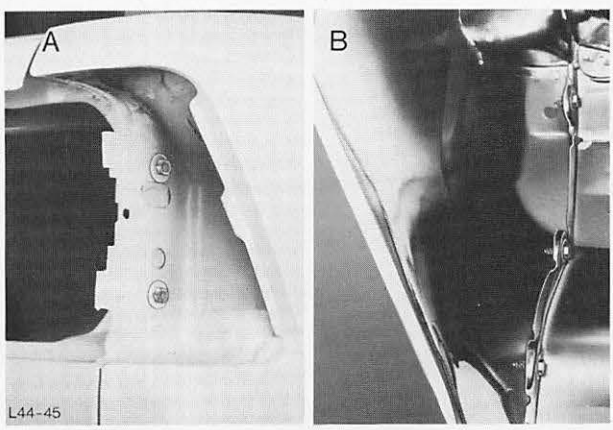

Abb. 40 A = Befestigungsschrauben – Lampenöffnung
5. Kotflügel vorn rechts und links lösen (10 Schrauben), Abb. 40.